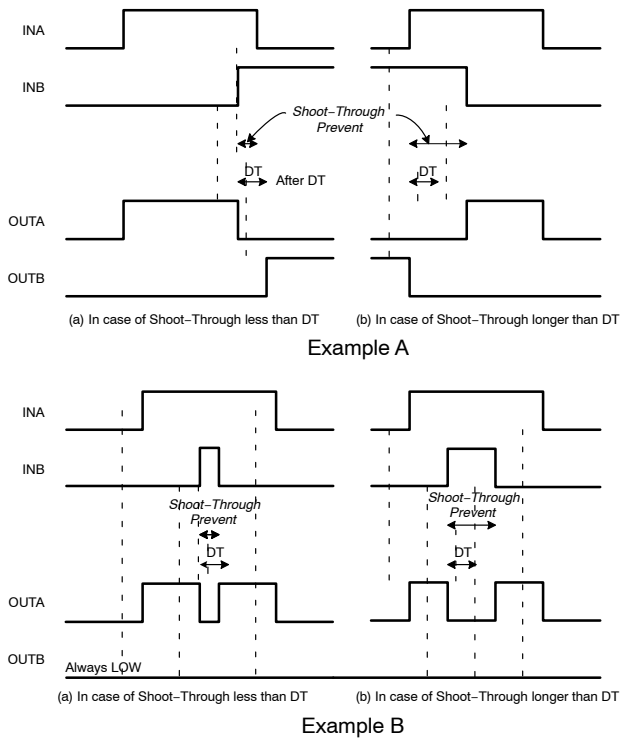

**Figure 56. Concept of Shoot−Through Prevention**
The cross conduction prevents both high− and low−side switches from conducting at the same time when the dead time (DT) control mode is in half−bridge type, as shown in Figure 56.